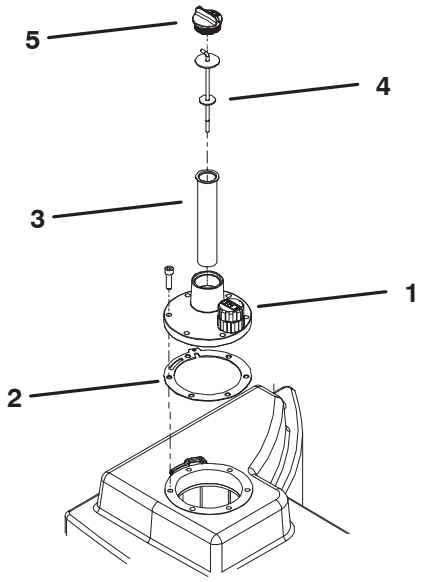

**Figure 3**
4. Remove (6) flange head screws (Fig. 3) securing tank cap and gasket to tank and remove components from tank. Retain the filter screen, dipstick and cap for re–installation with kit.